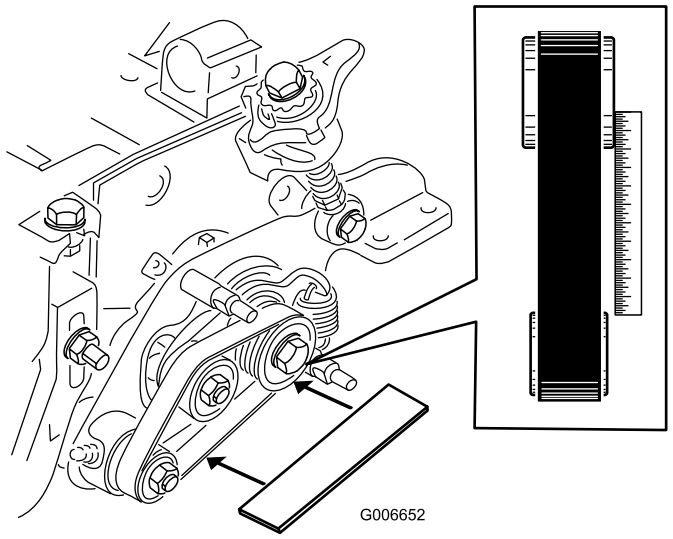

Figur 27
- Lägg ett objekt med rak kant längs med **drivskivans** ytterkant (Figur 27).